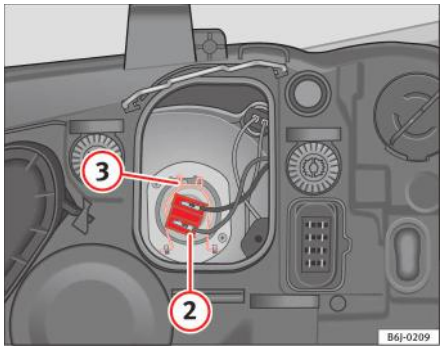

Fig. 135 Faruri fază scurtă
– Scoateți conectorul ⇒ pagina 225, fig. 135 (2) din bec.
– Deconectați resortul de fixare ⇒ pagina 225, fig. 135 (3) apăsându-l în interior şi către dreapta.